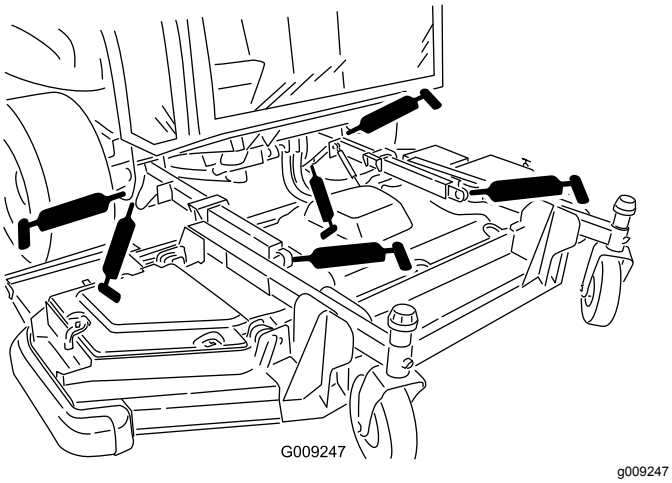

**Figur 90**
- 2 lyftarmsbussningar (Figur 90)
- 2 lyftarmskulleder (Figur 90)
- 2 lyftcylindertappar för främre däcket (Figur 90)